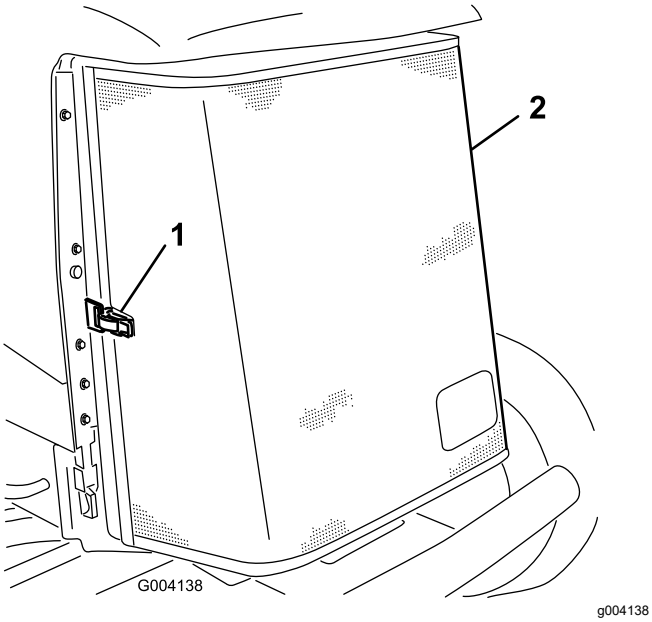

Figuur 112
5. Ontgrendel het achterscherm en draai het open (Figuur 112).